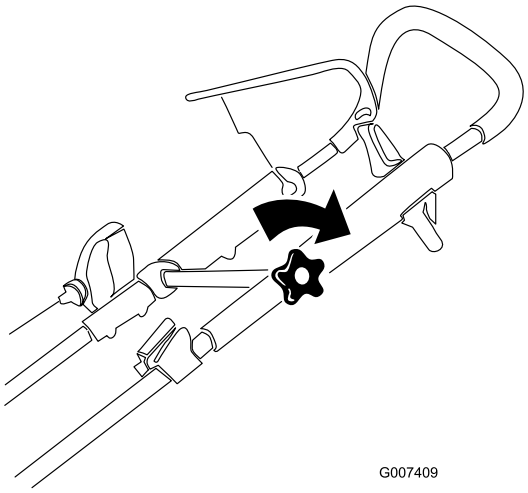

Figur 14
3. Dra åt det övre handtagsvredet ordentligt (Figur 14).